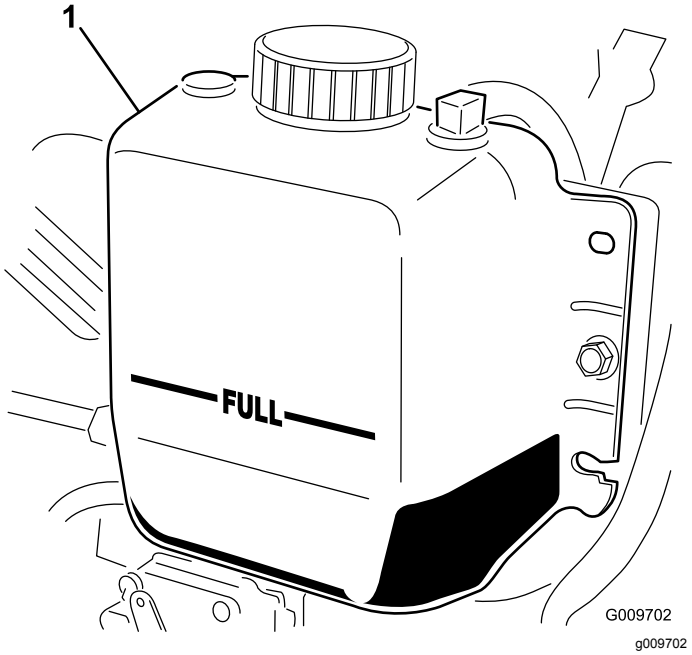

Figur 15
2. Kontrollera kylvätskenivån i kylaren. Kylaren ska fyllas upp till påfyllningsrörets översta del och expansionstanken ska fyllas upp till Full-markeringen (Figur 15).